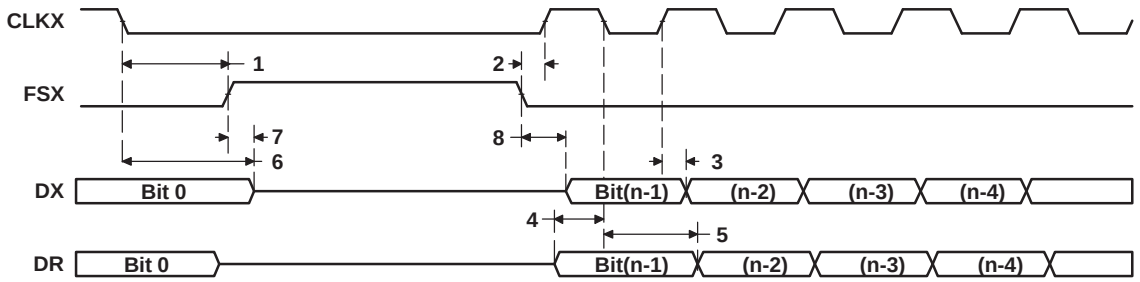

**Figure 6-36. McBSP Timing as SPI Master or Slave: CLKSTP = 10b, CLKXP = 0**
**Table 6-63. Timing Requirements for McBSP as SPI Master or Slave: CLKSTP = 10b, CLKXP = 0[1][2] (see Figure 6-36)**
(1) P = SYSCLK3 period in ns. For example, when running parts at 600 MHz, use P = 10 ns.
(2) For all SPI Slave modes, the rate of the internal clock CLKG must be at least 8 times faster than that of the SPI data rate. User should program sample rate generator to achieve maximum CLKG by setting CLKSM = CLKGDV = 1.
**Table 6-64. Switching Characteristics Over Recommended Operating Conditions for McBSP as SPI Master or Slave: CLKSTP = 10b, CLKXP = 0[1][2] (see Figure 6-36)**